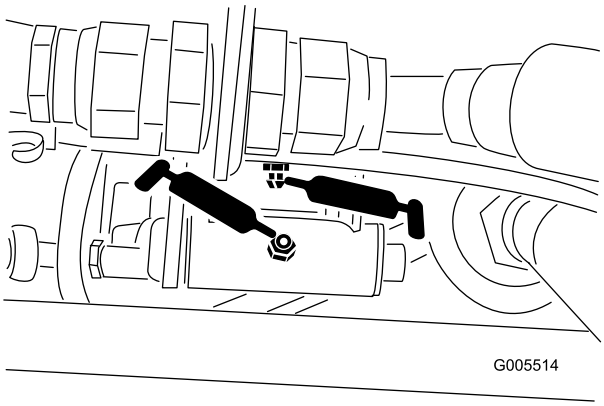
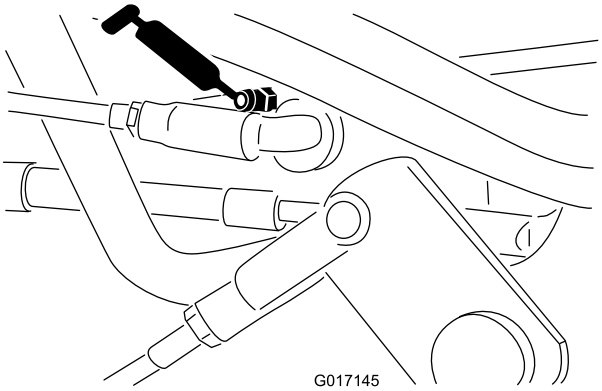

Figur 42
Figur 43
- Hastighedsregulatorforbindelse (Figur 42 og Figur 43)